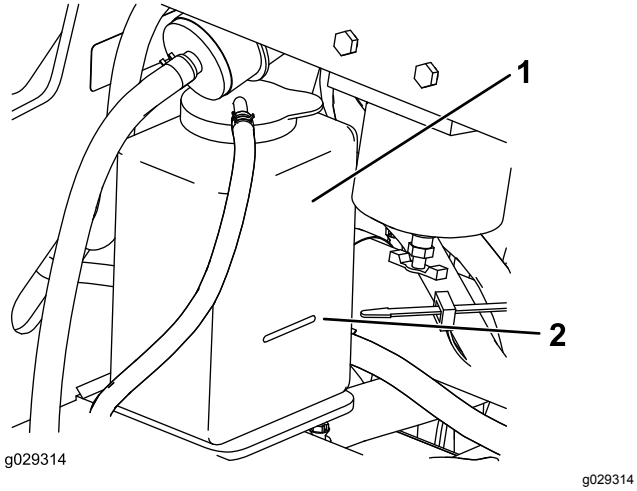

**Rysunek 63**
3. Należy sprawdzać poziom płynu w zbiorniku wyrównawczym (Rysunek 63).